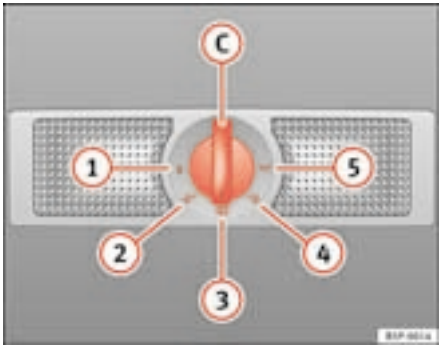

Fig. 82 Interior roof lining: interior rear lighting and reading lights.
The switch ⇒ fig. 82 (C) is used to select the following positions:
In switch position ⇒ fig. 82 (1), the interior and reading lights are switched off.